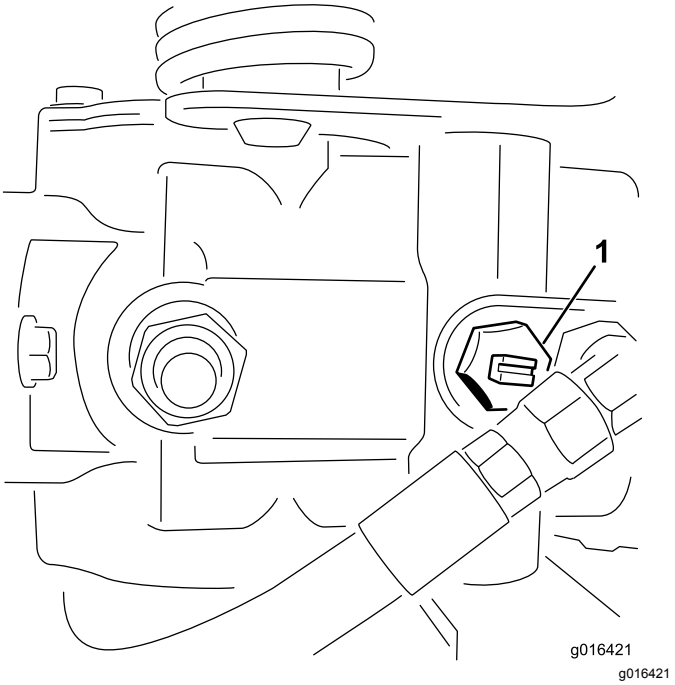

Figur 27
1. Lokalisera överströmningsventilen på pumpen och vrid den två varv motsols (Figur 27).
2. Stäng överströmningsventilen genom att vrida den två varv medsols innan du startar motorn (Figur 27).